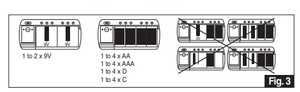

Fig. 3
2. Placer 1 til 4 stk AA / AAA / C / D batterier eller 2 stk. 9V batterier i ladekanalerne med korrekt valg af pol (+/-) Følg den viste placering af batterierne (Fig. 2) Oplad ikke batterier med forskellig kapacitet samtidigt (Fig. 3)